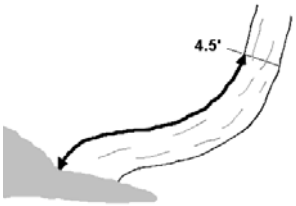

Figure 34. Tree with curved bole (pistol butt tree).
12. Tree with curved bole (pistol butt tree): Measure along the bole on the uphill side (upper surface) of the tree (Figure 34).